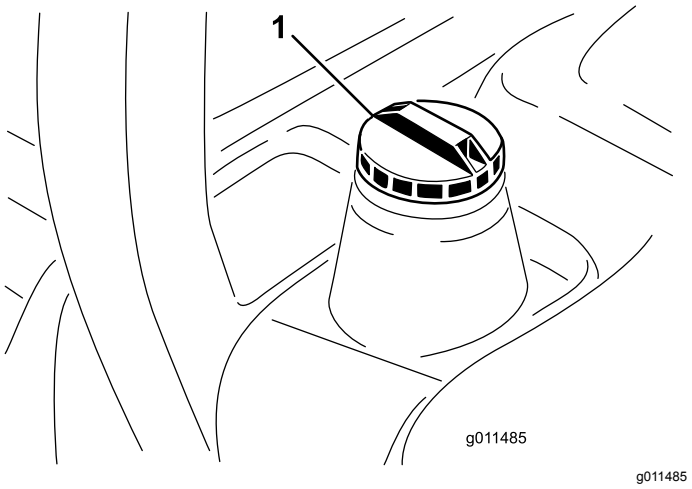

Figur 16
3. Fjern dækslet fra brændstoftanken (Figur 16).